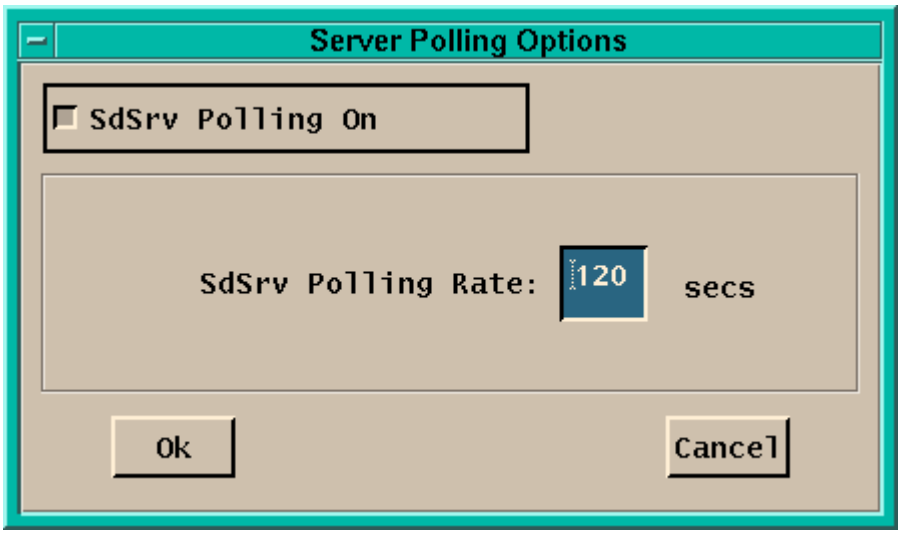

Figure 23. Science Data Server - Server Polling Options
- **Options** - This menu includes the *System Settings* item that opens the Server Polling Options window. Polling of the data server can be switched On/Off and the SdSrv Polling rate can be adjusted through this window shown in Figure 23.
The Data Types Tab is the default screen of the Science Data Server Operator GUI shown in Figure 23. This window provides operations personnel at the DAAC the capability to view descriptor information, add new ESDTs and update ESDTs. A list of currently installed ESDTs is shown along with a version number and a brief description of the structure for an ESDT. Additional information that describes the structure, contents, and services that each existing ESDT provides can be viewed by selecting the data type and clicking on the *View* button.